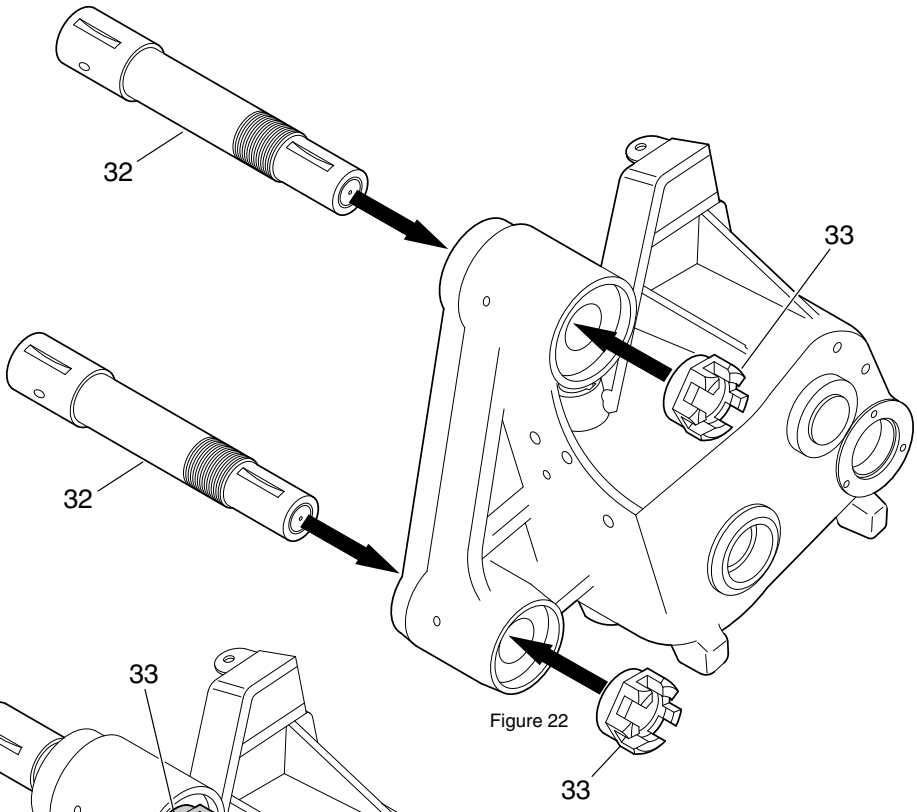

Figure 22
Insert the two shafts #F4121411 (item 32) inside the housing and tighten shafts in place with two nuts #F4121412 (item 33) as shown in figures 22 and 23.